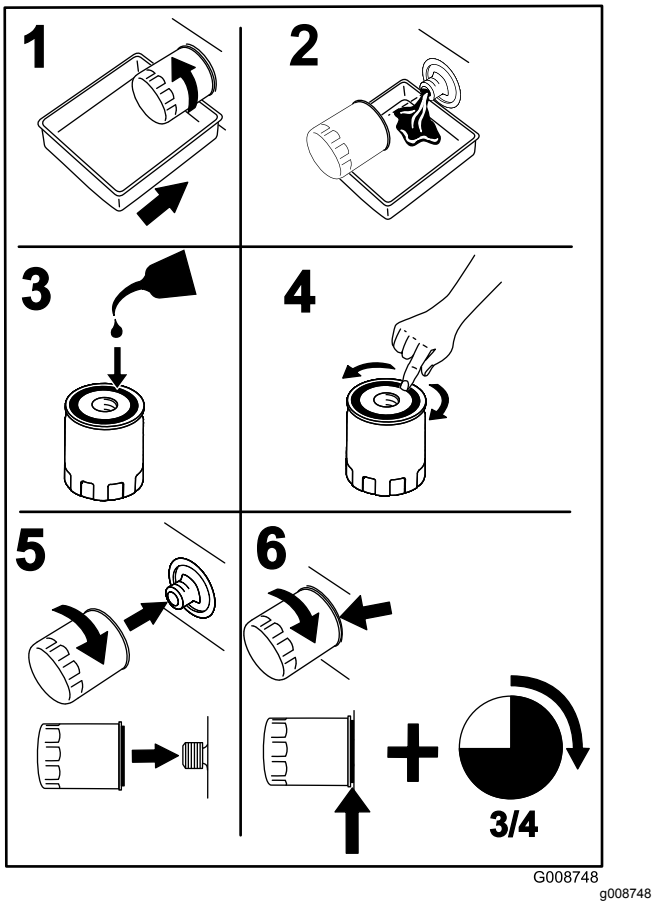

**Рисунок 71**
8. Поместите сливной поддон под фильтр коллектора (Рисунок 71).